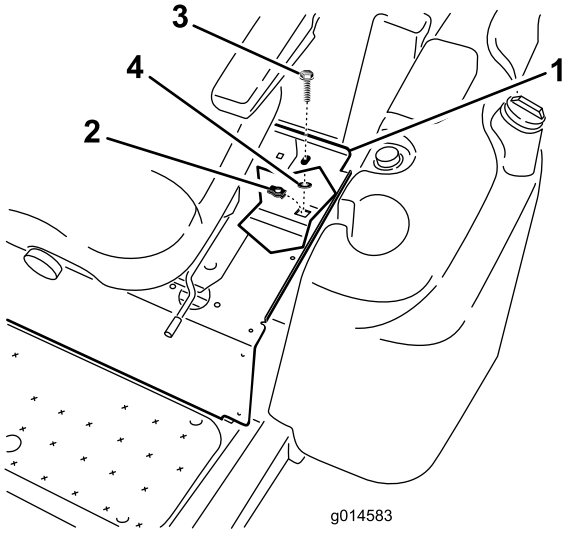

Figura 4
2. Instale una tuerca de retención en el taladro del bastidor debajo de la esquina izquierda trasera de la chapa del asiento (Figura 4).